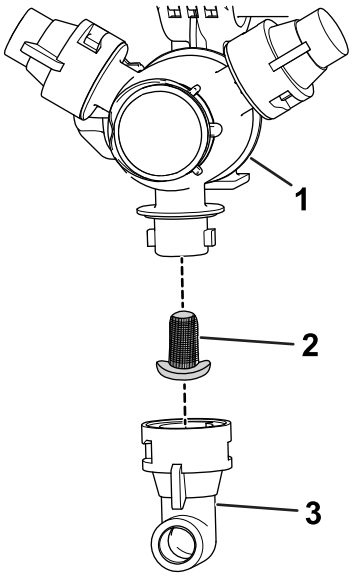

**Bild 115**
2. Nehmen Sie die Düse vom Sprühdrehkreuz ab (Bild 115.
3. Entfernen Sie den alten Düsenfilter (Bild 115).
4. Setzen Sie den neuen Düsenfilter ein (Bild 115).
5. Setzen Sie die Düse auf das Sprühdrehkreuz auf (Bild 115).